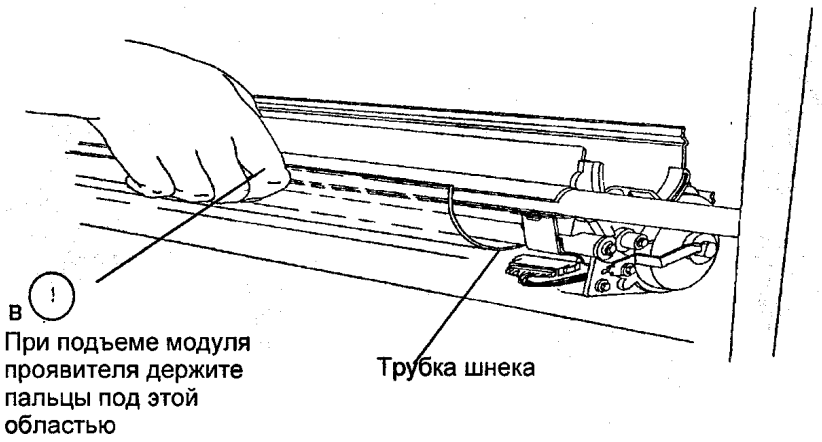

Рис.1 Положение руки при снятии модуя проявителя
4. (РИС. 1): ПОЛОЖЕНИЕ РУКИ ДЛЯ СНЯТИЯ МОДУЛЯ ПРОЯВИТЕЛЯ.